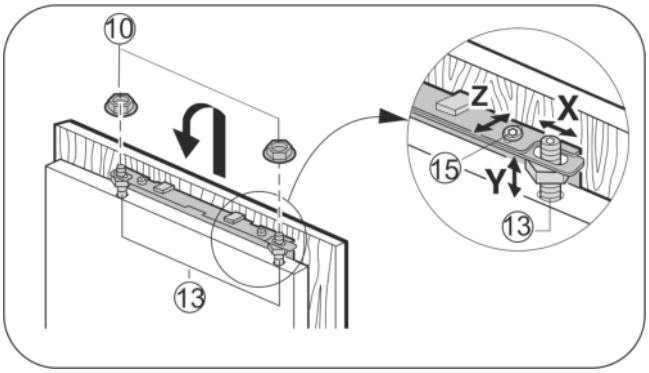

Fig. 27
▶ Möbeltür auf die Justagebolzen *Fig. 27 (13)* einhängen und Kontermuttern *Fig. 27 (10)* locker auf die Justagebolzen schrauben.
▶ Möbeltür in der Höhe **Y** und in der seitlichen Neigung ausrichten: Justagebolzen *Fig. 27 (13)* mit einen Schraubendreher einstellen.
▶ Kontermuttern *Fig. 27 (10)* anziehen.